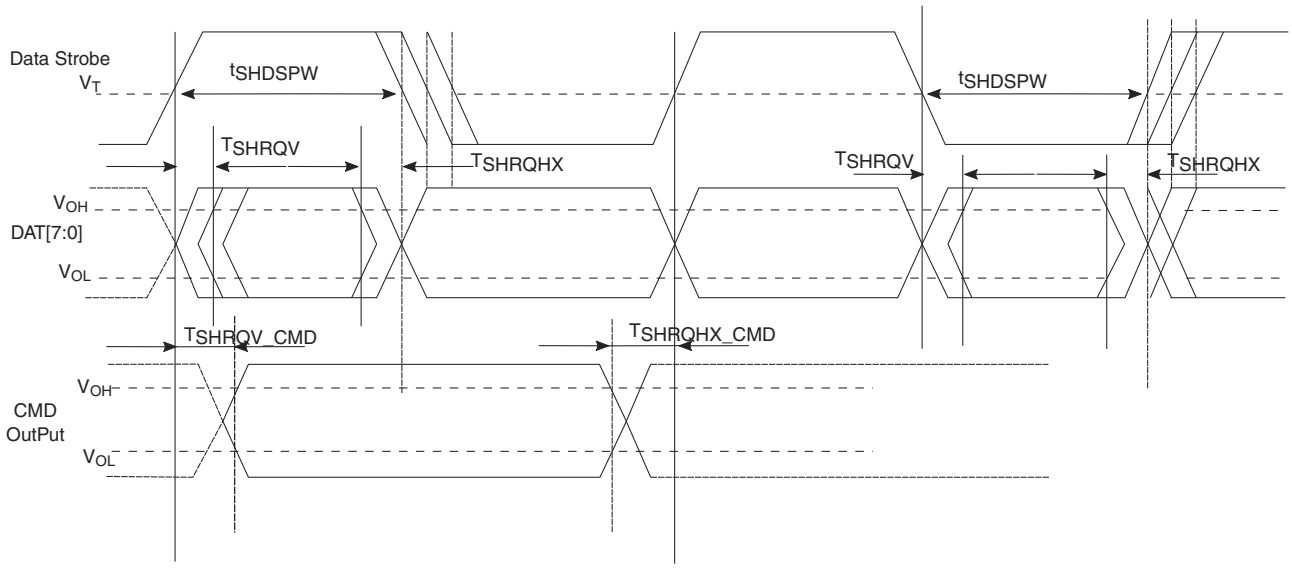

Figure 22. eSDHC HS400 mode input timing diagram
2. The symbols used for timing specifications herein follow the pattern of $t_{\text{(first two letters of functional block)(signal)(state) (reference)(state)}}$ for inputs and $t_{\text{(first two letters of functional block)(reference)(state)(signal)(state)}}$ for outputs. For example, t_{SHKHOX} symbolizes eSDHC highspeed mode device timing (SH) clock reference (K) going to the high (H) state, with respect to the output (O) reaching the invalid state (X) or output hold time. Note that in general, the clock reference symbol is based on five letters representing the clock of a particular functional. For rise and fall times, the latter convention is used with the appropriate letter: R (R for rise) or F (F for fall).
3. See Figure 22. on page 98.